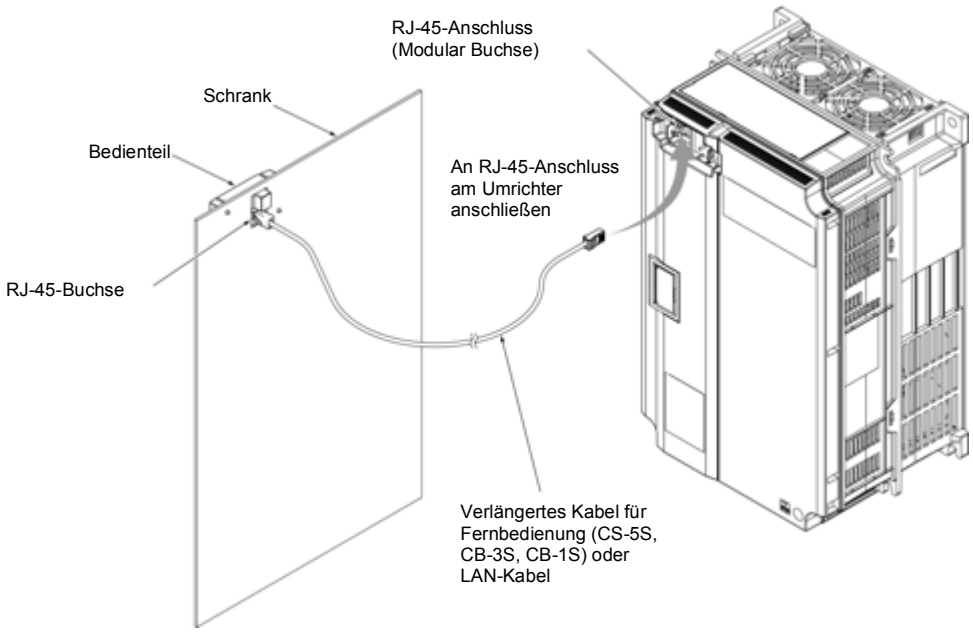

Abbildung 0-8 Anschluss des Verlängerungskabels oder handelsüblichen LAN-Kabels zwischen Bedienteil und Umrichtergehäuse
(5) Schließen Sie das Kabel für die Fernbedienung (CB-5S, CB-3S, CB-1S) oder das handelsübliche LAN-Kabel (gerade) an den RJ-45-Anschluss am Bedienteil und den RJ-45-Anschluss am Umrichter (Buchse) an. (Siehe Abbildung 0-8.)